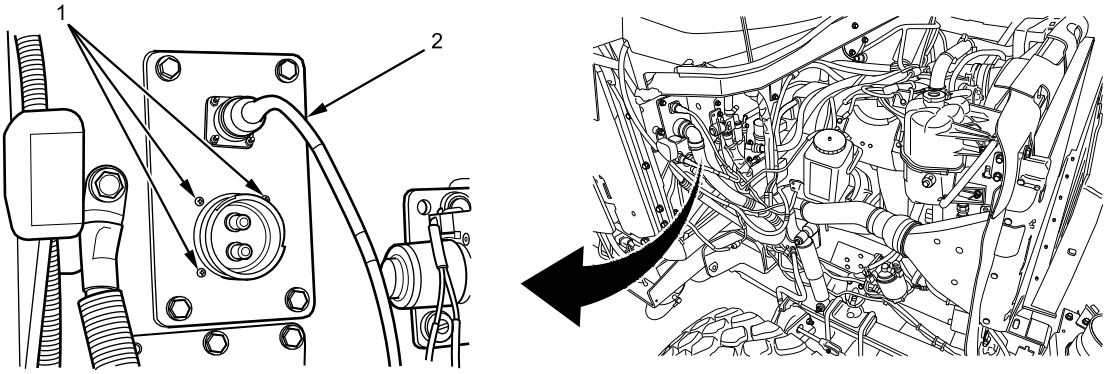

Figure 3. Interior Side of Pass-Through Plate.
3. Remove four screws (Figure 3, Item 1), (one hidden), on exterior side of pass-through plate (Figure 3, Item 2).